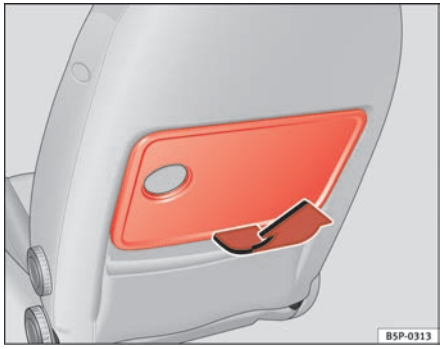

Fig. 104 Folding table of front left seat
– To open the table, open it up in the direction of the arrow ⇒ fig. 104.